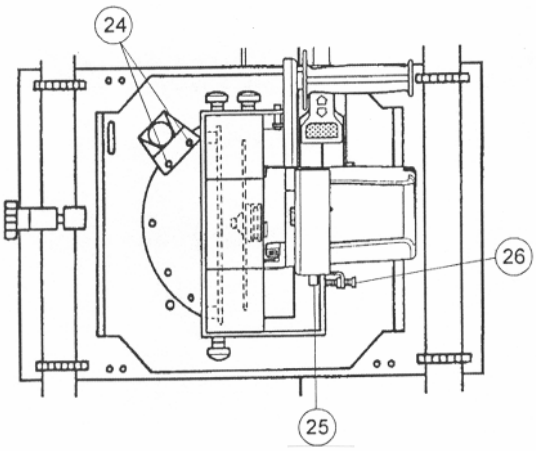

Figure 33: Adjusting the Blade (Perpendicularity)
a. Loosen (but do not remove) the two hex-head nuts holding the indexing pin assembly (Figure 33, #24).
1. If the tool does not cut at 90° to the surface of the work piece, loosen the two motor mount nuts (Figure 33, #25). An adjusting screw (26) is located to the right of the lower nuts.